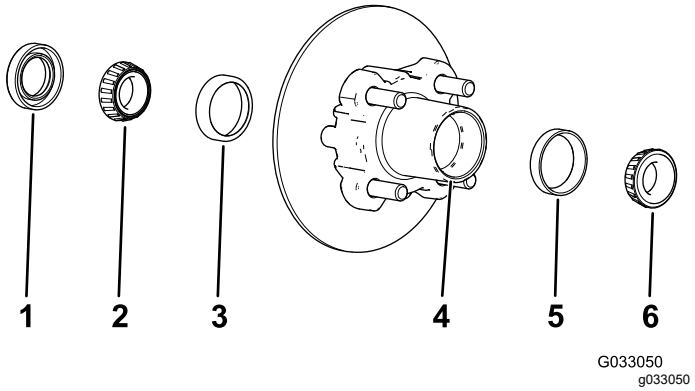

Figuur 29
1. Verwijder het buitenste lager en de loopring van het lager van de naaf (Figuur 29).
2. Verwijder de afdichting en het binnenste lager van de naaf (Figuur 29).
5. Verwijder alle vuil en vet uit de holte van de naaf (Figuur 29).
7. Vul de holte van de naaf voor 50 tot 80% met het aanbevolen smeermiddel (Figuur 29).
8. Monteer het binnenste lager op de loopring aan de binnenkant van de naaf en monteer de afdichting (Figuur 29).